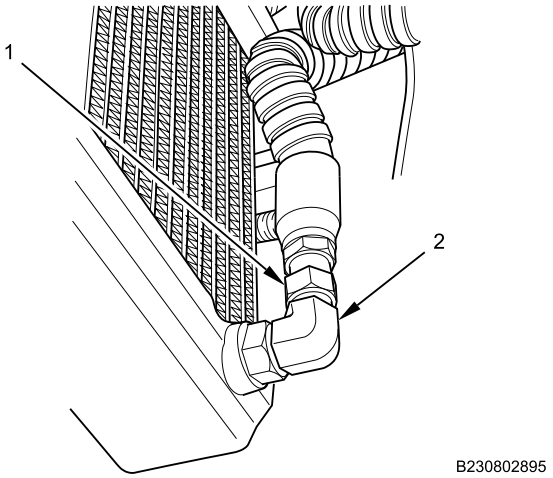

Figure 2. Transfer Case Oil Cooler Feed Hose.
4. Remove transfer case oil cooler feed hose (Figure 2, Item 1) from transfer case oil cooler lower angle fitting (Figure 2, Item 2), allowing fluid to drain out of oil cooler and hose into drain pan.